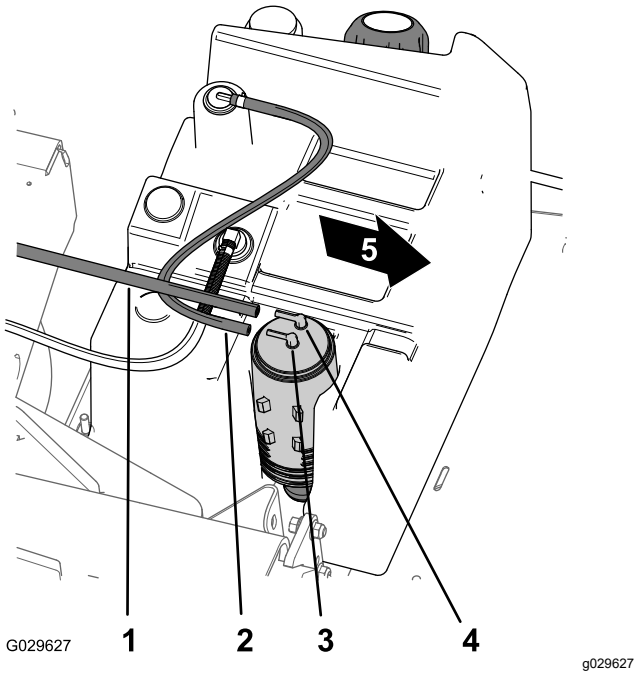

**Figura 47**
1. Retire la manguera de aspiración del acoplamiento del cartucho de carbón marcado "Purge" (purga) (Figura 47).
2. Retire la manguera del depósito de combustible del acoplamiento del cartucho de carbón marcado "Fuel Tank" (depósito de combustible) (Figura 47).
8. Conecte la manguera de aspiración al acoplamiento del cartucho de carbón marcado "Purge", y la manguera del depósito de combustible al acoplamiento marcado "Fuel Tank" (Figura 47).